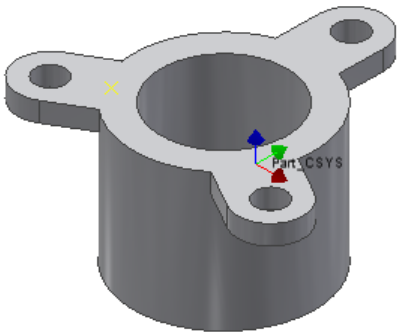

Figure 19-66 *Point specified for gate location*
c. Apply material to the part and specify gate locations, refer to Figures 19-66 and 19-67.
3. Select a point on the part, as shown in Figure 19-66 and then choose the **Apply** button from the dialog box.